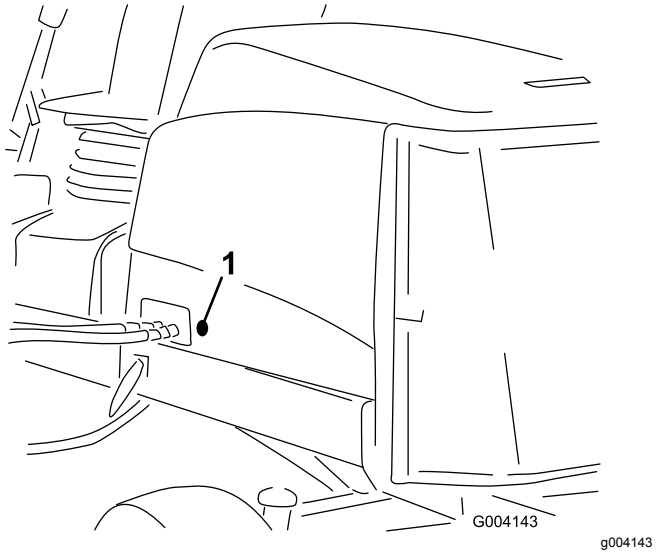

Figur 16
2. Fjern gummitetningen fra hullet på venstre side av pansenet (Figur 16).